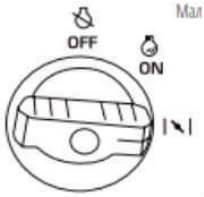

рис. 2
2. Поверніть перемикач запуску в положення ПОВІТРЯНА ЗАСЛІНКА (рис. 2). В такому положенні двигун готовий до запуску, паливний кран відчинений, повітряна заслінка зачинена.